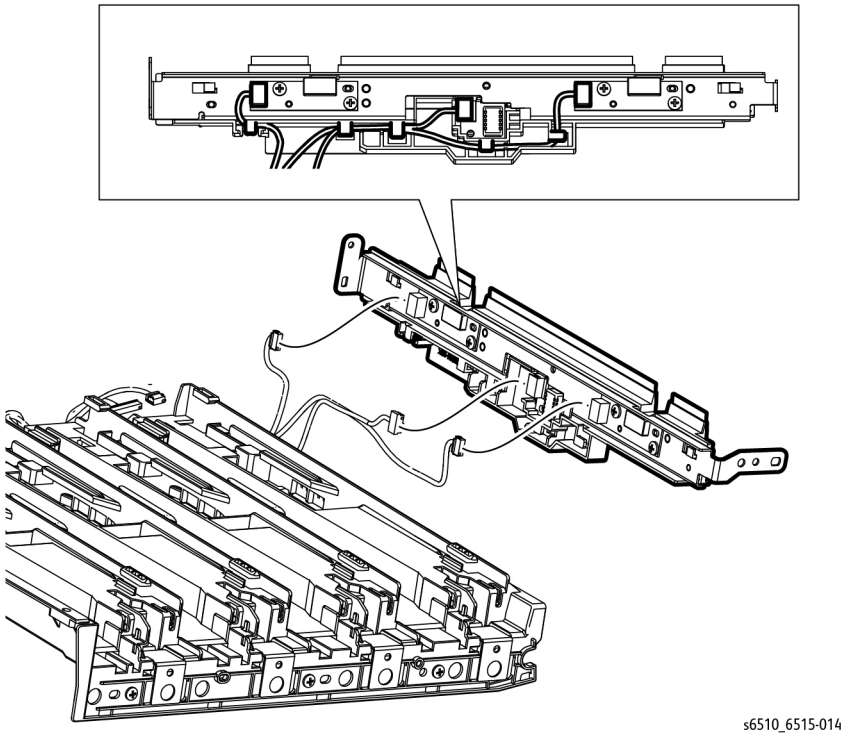

Figure 5 Unplug the CTD Sensor Connectors
15. Refer to Figure 5 to unplug the three connectors (P/J142, P/J143, P/J145) from the CRUM FFC (connecting to the CTD Sensor).
16. Refer to Figure 5 to release the cables from the hooks and remove the CTD Sensor from the LPH Xerographic CRUM FFC.